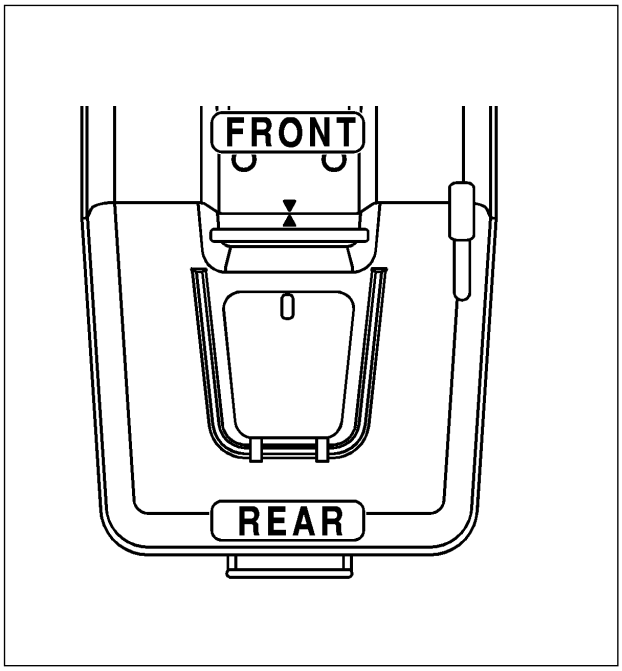

*Fig. 7*
3. When the grass collector is properly positioned, place the decal with the triangle symbol directly opposite to the symbol on the rear of the tractor. This will assist alignment in the future (Fig. 7).